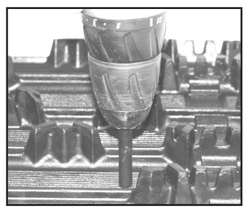

Figure 2
2. Before drilling, confirm there is clearance for the track drill to protrude on the other side of the track to prevent damage to other components, such as idler wheels. Note: When using Woody's track drill follow the instructions provided in the package. Drill holes as marked or indicated by the snowmobile/track manufacturer using a Power Drill and Woody's® Track Drill **(Part# DRIL-UNIV)**. (figure 2)
2. Avant de percer, vérifiez qu'il y a suffisamment d'espace pour permettre au perforateur de chenille de percer de l'autre côté de la chenille sans endommager d'autres composants, tels que les roues de support. Note : Lorsque vous utilisez le perforateur de chenille Woody's, suivez les instructions fournies avec l'ensemble. Percez les trous, tel qu'indiqué par le fabricant de la motoneige ou de la chenille, au moyen d'une perceuse électrique et d'une perceuse de chenille Woody's® **(Nº de pièce DRIL-UNIV)**. (figure 2)